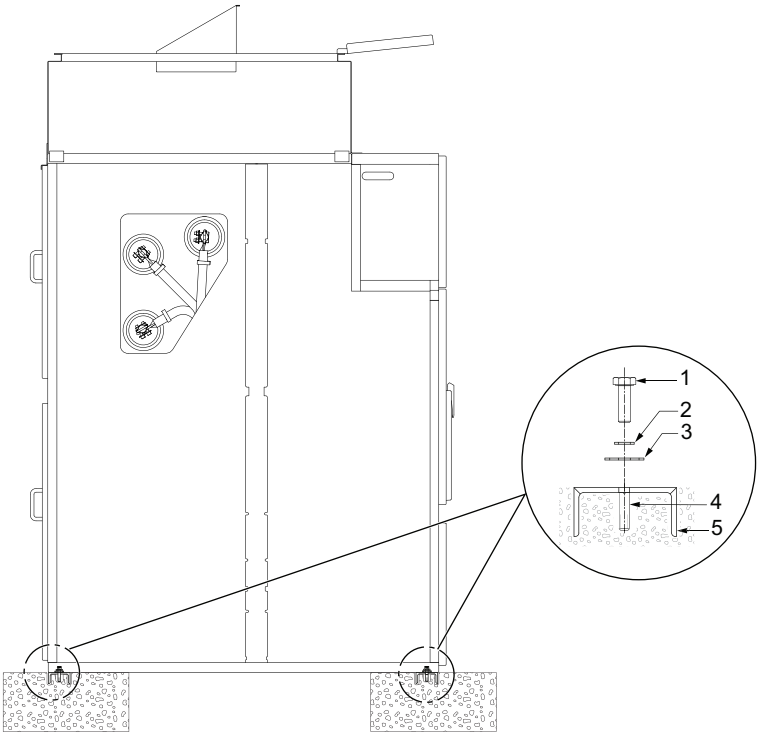

Figure 29
3. Insert dowel pin and other suitable fasteners (provided by Schneider Electric) refer to Figure 29.